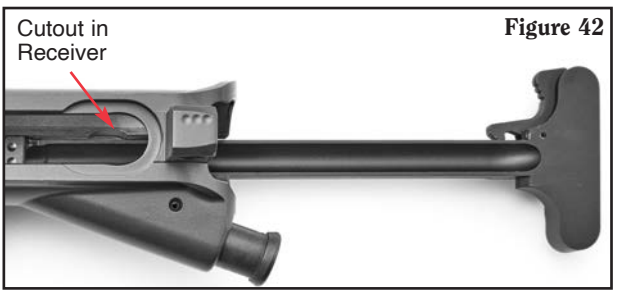

Figure 42
b. Slip the charging handle guides into the cutout in the upper receiver and leave the charging handle sticking out of the rear of the upper receiver. (See Figure 42.)